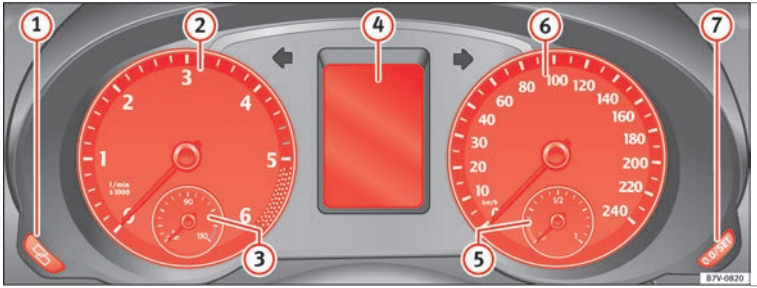

Bild 119 Kombiinstrumentet på instrumentbrädan
Information om instrumenten »» **bild 119**:
- För att fortsätta, tryck på 0.0 / SET »» **bild 119** 7. Håll ned knappen för att rulla genom minuterna snabbt.
Tillsammans med växlingsindikatorn ger varvräknaren dig möjlighet att köra bilens motor med ett lämpligt varvtal. Början av den röda zonen »» **bild 119** 1 visar det maximala varvtalet vid drifttemperatur. Det är dock klokt att växla upp till en högre växel eller föra väljarspaken till **D** (eller lyfta foten från gaspedalen) innan nålen når den röda zonen »» . Vi rekommenderar att du undviker höga varvtal och att du följer rekommendationerna på växlingsindikatorn. Se den ytterligare informationen i »» **sidan 192**.
Olika typer av information kan visas på instrumentpanelens display »» **bild 119** 4, beroende på aktuell utrustning:
Underhållsintervallet visas på instrumentpanelens display »» bild 119 (4).